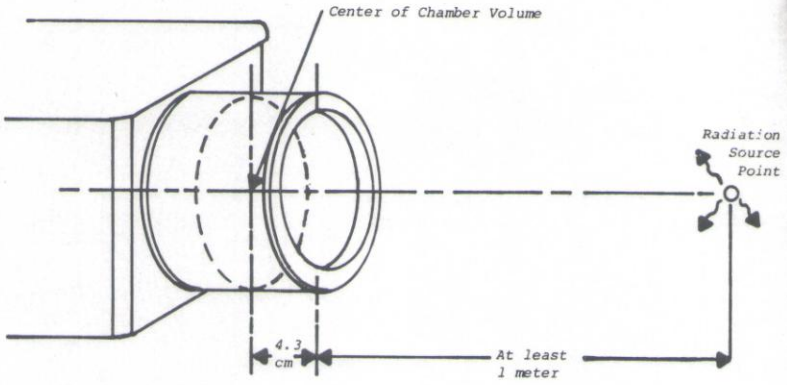

Figure 6. Source Distance
4.4 Source Distance - If a point source or a collimated beam is used, the 471 chamber must be far enough from the source so that the entire ion chamber is uniformly exposed. In practice this means any point source should be at least one meter from the ion chamber. The center of volume of the chamber is 4.3 cm from the end (Figure 6).